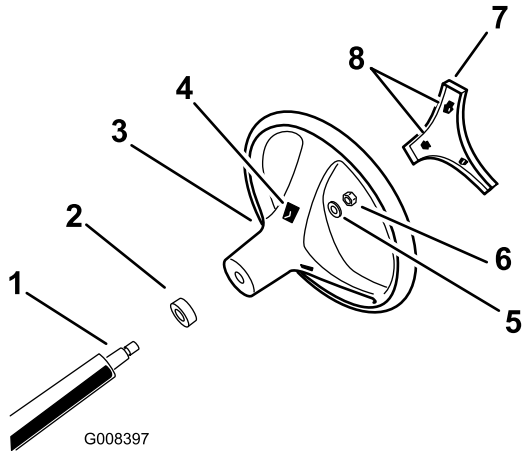

Figura 3
4. Fissate il volante sul piantone usando il dado di bloccaggio (Figura 3).